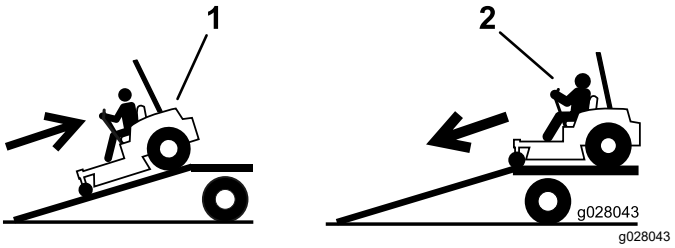

Figur 35
4. Rygg maskinen opp på rampen (Figur 35).
2. Kjør maskinen fremover ned fra rampen (Figur 35).